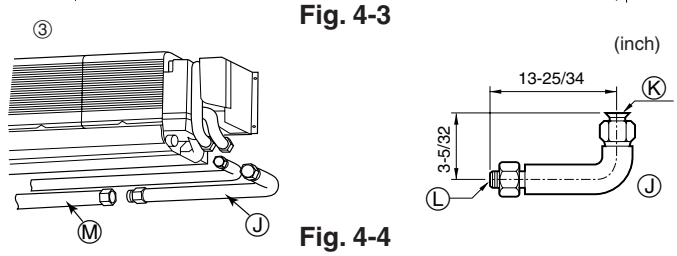

Fig. 4-4
③ Tubo de conexión en L (para la tubería de gas) (Fig. 4-4)